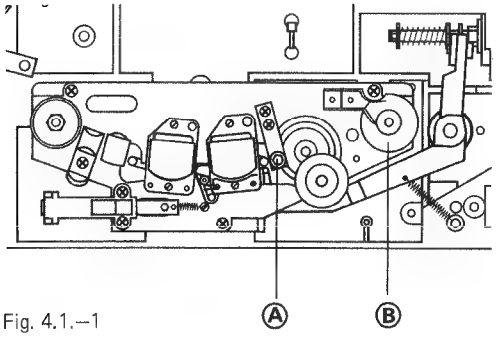

Fig. 4.1.–1
– Bandführungen reinigen, Bandführung (A) ***nicht verstellen.*** Wenn nötig, kann die Bandführung mit einem Kreuzschlitz-Schraubenzieher vom Kopfträger gelöst werden (2 Schrauben, Fig. 4.1.–1).
– Tacho-Rolle (B) reinigen
– Clean tape guides, take care ***not to alter*** the adjustment of guide (A). The tape guide may be removed from the headblock after undoing its Phillips head mounting screws (2 screws, fig. 4.1.–1).
– Clean the tacho roller (B)
Nettoyez les guides de bande, ***ne pas dérégler*** le guide de bande (A), qui si nécessaire ne sera démonté qu'avec son support, à l'aide d'un tournevis à croix (2 vis, fig. 4.1.–1).
– Nettoyez la roue tachymètrique (B)